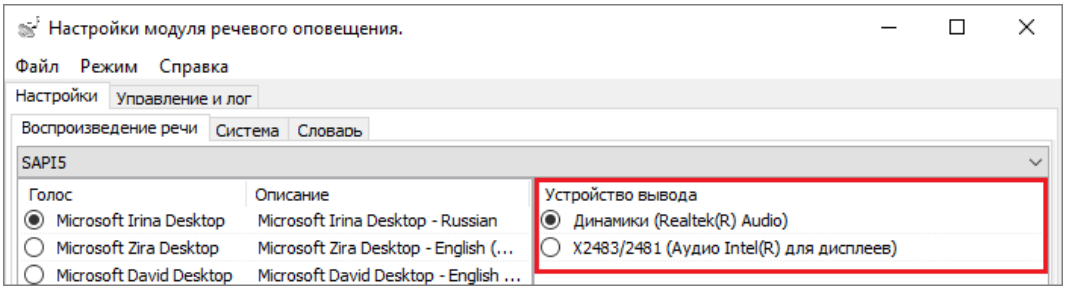

Рисунок 8-179 Выбор устройства вывода для речевого оповещения
– устройство вывода (см. Рисунок 8-179);